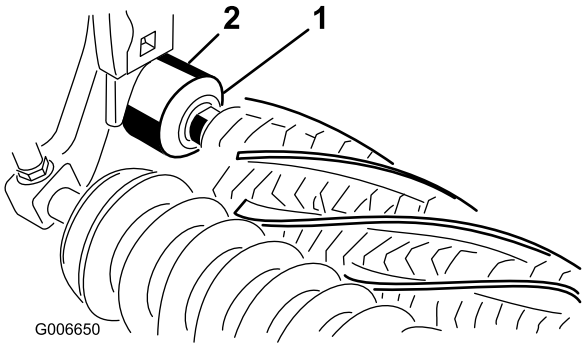

Figura 10
19. Verificate che il bordo di tenuta di ogni guarnizione sfiori la sede del relativo cuscinetto (Figura 10).